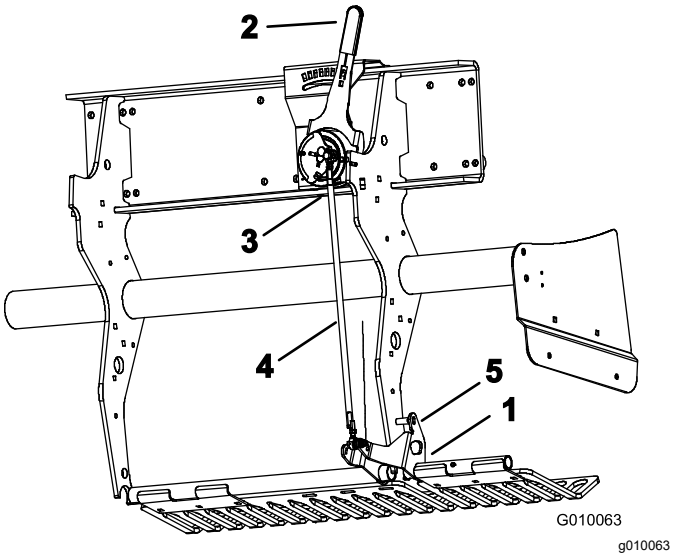

**Figure 60**
2. Rotate the left turf guard mounting bracket (Figure 60) up until you can insert a locking pin, such as an 8 mm (5/16 inch) drill rod or bolt, between the bracket and the depth setting tube welded to the frame.
3. Move the tine depth lever (Figure 60) to the H setting (deepest).
4. Disconnect the outboard ball switch (Figure 60) from the wire harness (Head–Low switch).
5. Loosen the jam nuts (left and right) on the depth adjustment tie rod (Figure 60).